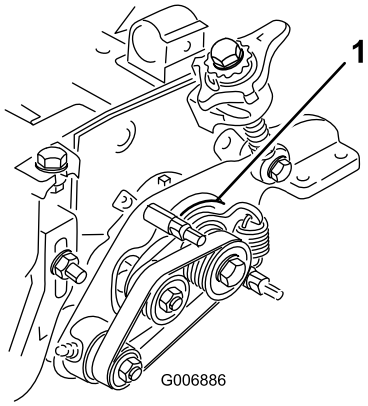

Figure 47
6. Make sure the main drive bushing (Figure 47) pivots freely around the drive hub.